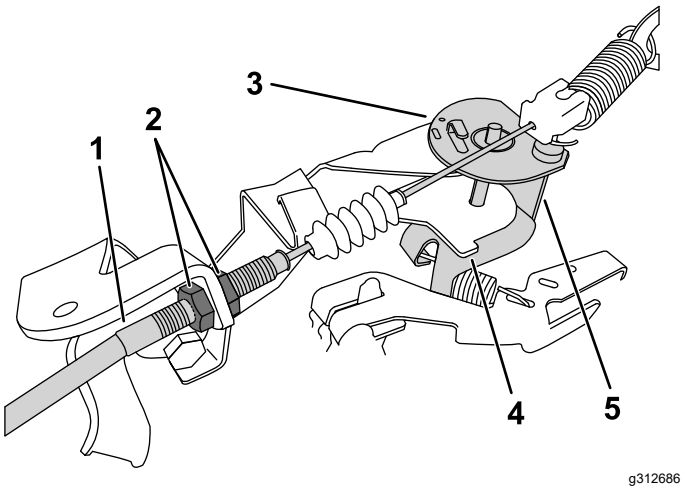

Figuur 35
3. Draai aan de gaskabel de voorste contramoer losser en de achterste contramoer vaster om het toerental in laag stationair te verhogen (Figuur 35).